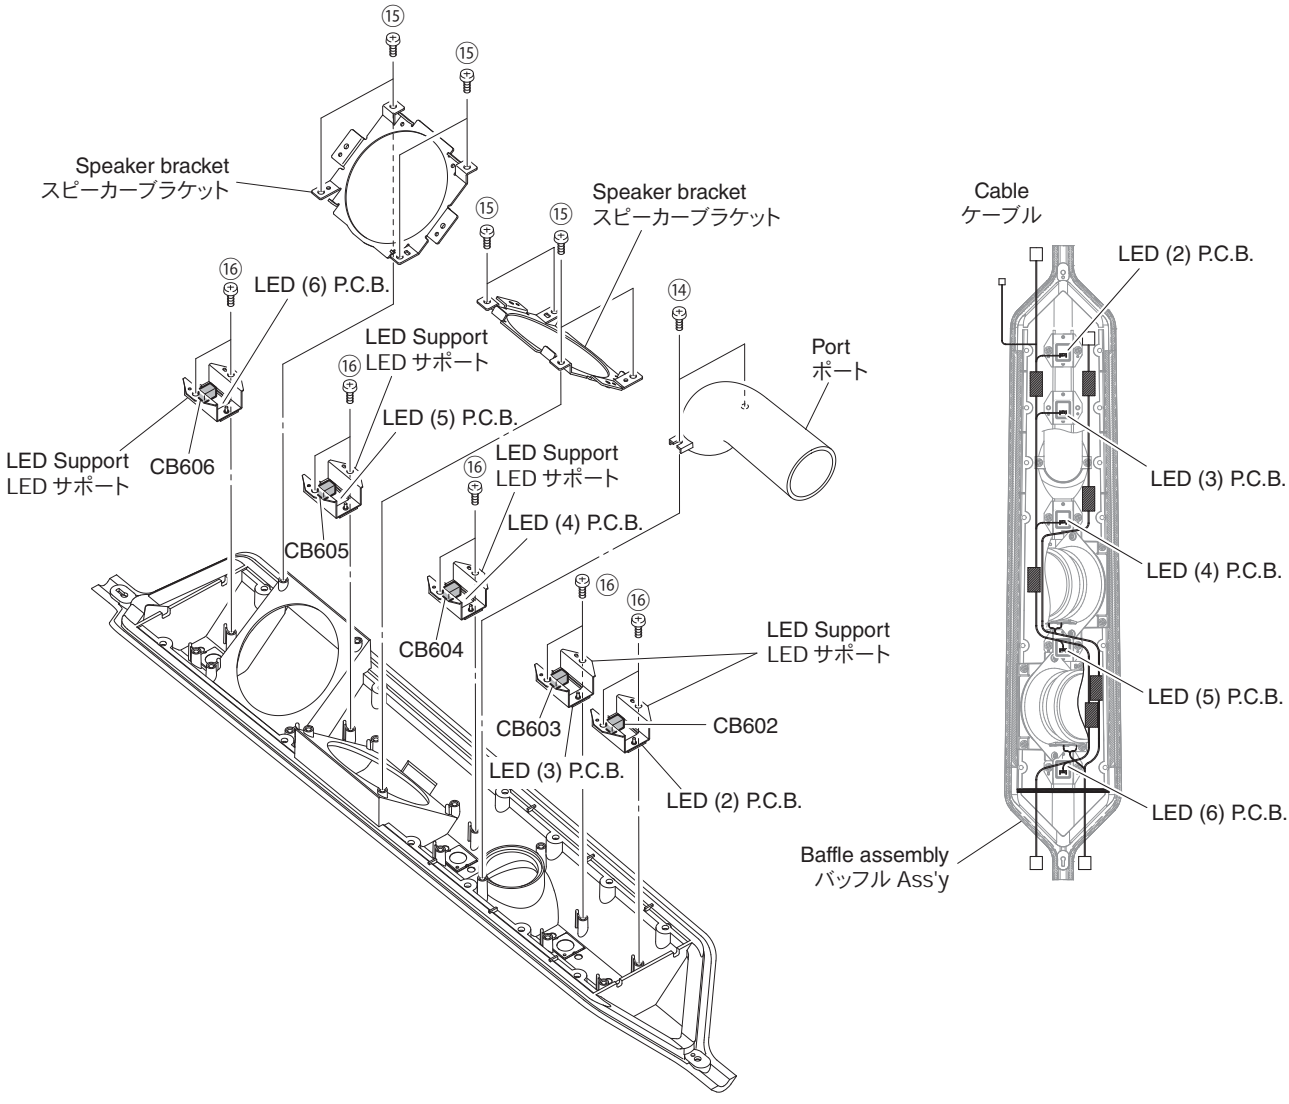

Fig. 6
5. Removal of LED (2)–(6) P.C.B.s
a. Remove 2 screws (⑭). (Fig. 6)
b. Remove the port. (Fig. 6)
c. Remove 8 screws (⑮). (Fig. 6)
d. Remove 2 speaker brackets. (Fig. 6)
e. Remove 10 screws (⑯). (Fig. 6)
f. Remove CB602–606. (Fig. 6)
g. Remove LED (2)–(6) P.C.B.s together with the LED support. (Fig. 6)
* The same parts are installed on LED (2)–(6) P.C.B. Therefore, installed (2)–(6) vary in the order depending on products. (Fig. 6)
a. ⑭ のネジ 2 本を外します。(Fig. 6)
b. ポートを外します。(Fig. 6)
c. ⑮ のネジ 8 本を外します。(Fig. 6)
d. スピーカーブラケット 2 個を外します。(Fig. 6)
e. ⑯ のネジ 10 本を外します。(Fig. 6)
f. CB602 ～ 606 を外します。(Fig. 6)
g. LED(2)～(6)P.C.B. を LED サポートと一緒に外します。(Fig. 6)
よって、取り付けられている（2）～（6）は製品によって順番が異なります。(Fig. 6)